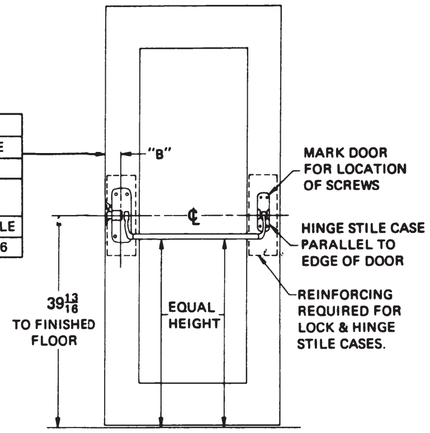

FIG. 4
6. APPLY HINGE STILE CASE AND CROSSBAR TUBE (FIG. 4)